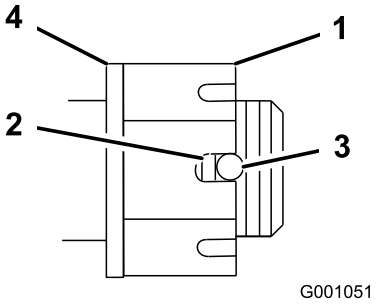

Figur 51
4. Spænd møtrikken med udskæring til 170 Nm (Figur 51).
5. Kontroller afstanden fra bunden af udskæringen i møtrikken til hullets indvendige kant. To gevind eller mindre skal være synlige (Figur 51).
7. Spænd møtrikken med udskæring til 170 Nm (Figur 51).
8. Spænd møtrikken, indtil næste sæt udskæringer rettes ind med hullet i akslen (Figur 51).